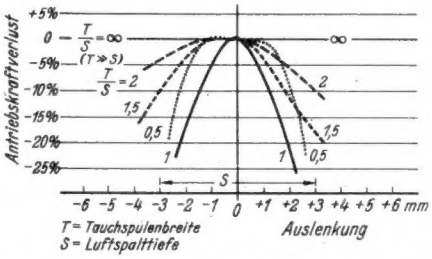

Bild 3
Dies ist theoretisch auch bei beliebigem Verlauf der Feldstärke B (A) möglich, wenn entweder sowohl die Spulenabmessung T als die Bewegungsauslenkung so klein sind, daß die Feldstärke innerhalb des überstrichenen Bereiches noch als konstant angesehen werden darf, oder aber dann, wenn die Spulendimensionen so groß gewählt werden, daß praktisch der gesamte Magnetfluß umfaßt wird, gleichgültig, ob die Spule in Ruhe oder ausgelenkt ist. Die beiden Grenzfälle, nämlich sehr schmale Spule im Feld oder weit überstehende Spule, ergeben also unglücklicherweise Optimalwerte, während ausgerechnet die gewöhnliche Ausführung einer Schwingspule mit derselben Tiefe wie der Luftspalt bezüglich der Nichtlinearität die ungünstigste Ausführung darstellt. *Bild 3* zeigt Kurven, die bei relativ